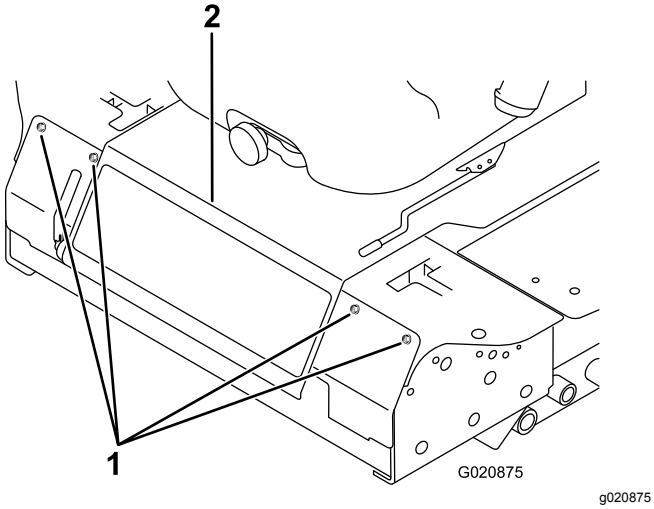

Bild 47
2. Nehmen Sie die Schrauben ab, mit denen die Frontplatte befestigt ist, und nehmen Sie sie ab (Bild 47).